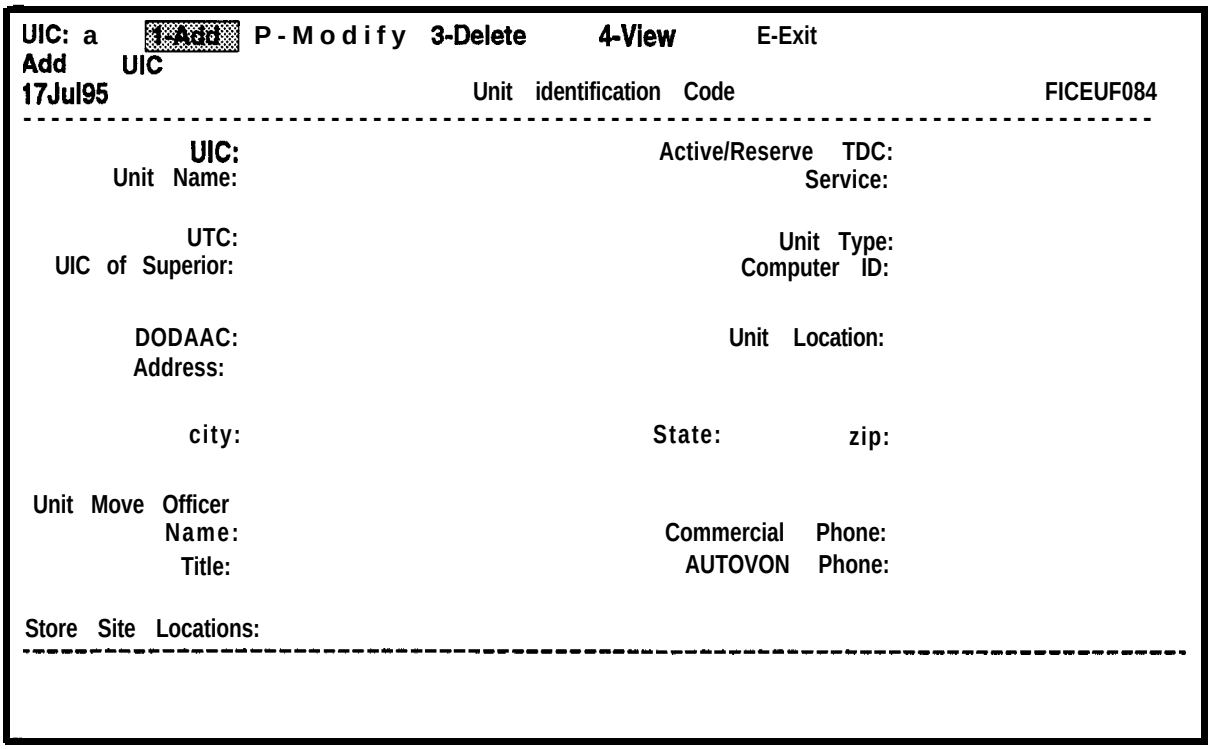

Figure 6-42. Unit Identification Code Screen
d. Select **Unit Identification** Code from the Reference Tables menu. The Unit Identification Code screen will be displayed as shown in Figure 6-42, with the UIC: ring menu displayed at the top.